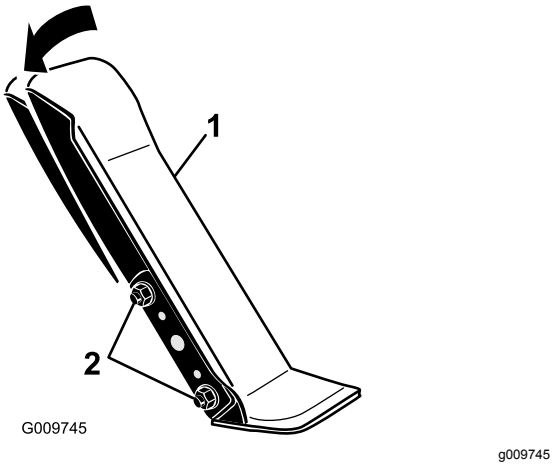

Figur 117
1. Lossa de två skruvarna och muttrarna som fäster gaspedalens vänstra sida vid fästet (Figur 117).
2. Justera pedalen till önskad funktionsvinkel och dra åt muttrarna (Figur 117).